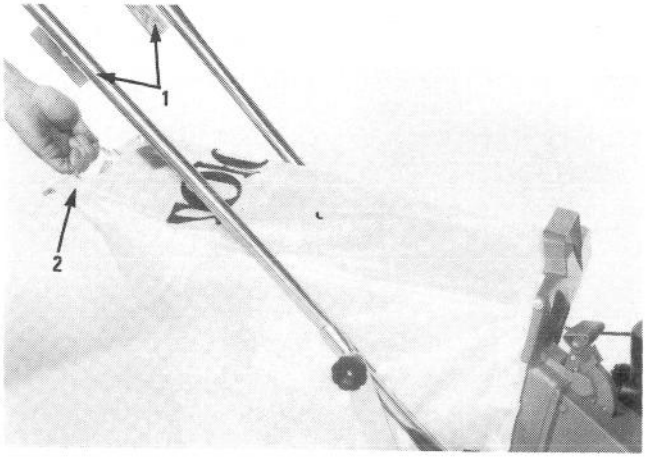

Figure 21
7. ⚠ When bag must be emptied, stop the engine and wait for all parts to stop moving. Move mulcher door handle forward until pin locks in the latch. Then, lift rear bag off rear brackets (Fig. 21), grasp front bag handle and lift straight up to remove bag from mower and deep clippings from falling out of bag (Fig. 22).